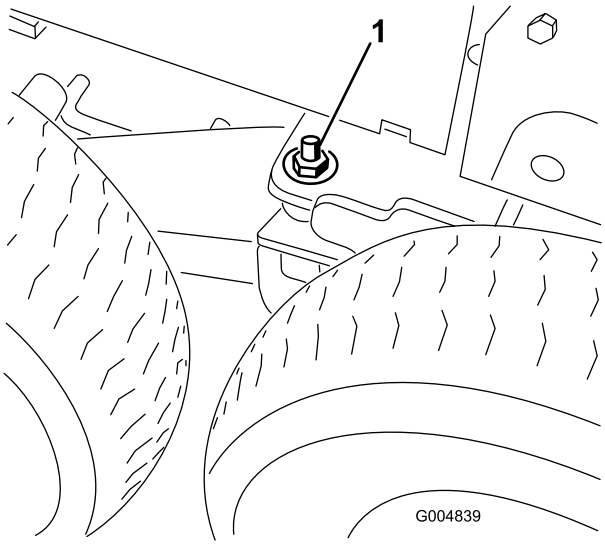

**Rysunek 75**
7. Odkręć nakrętkę zabezpieczającą 1/2 cala i zdejmij podkładkę płaską z lewego i prawego elementu spawanego osi obrotu wózka, aby uwolnić oś obrotu (Rysunek 75).
11. Opuszczaj podnośnik, aż element spawany osi obrotu wózka poruszy się na tyle, aby można było na kołku gwintowanym z jednej i drugiej strony maszyny umieścić podkładkę płaską i nakrętkę zabezpieczającą oraz dokręcić je palcami (Rysunek 75).